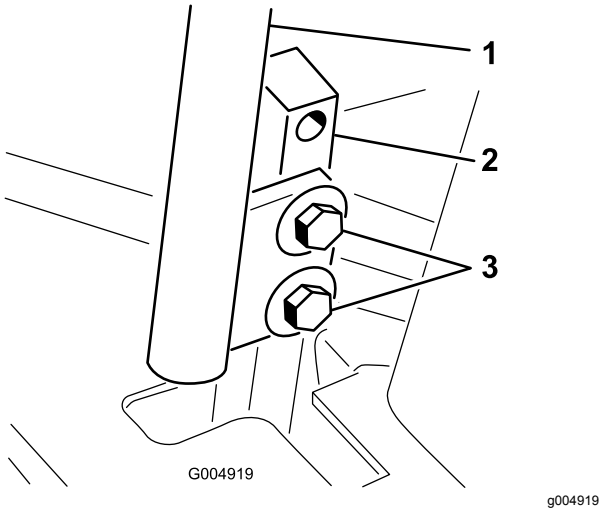

Bild 55
3. Lösen Sie die Schrauben, mit denen die Schaltbügel befestigt sind (Bild 55).